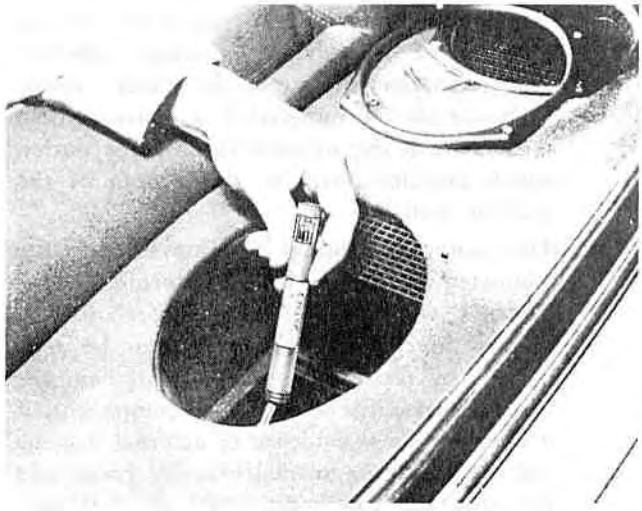

Figure 29—Removing the Thermostat
4. Pull the thermostat out of its retaining clip, disconnect the ground wire working through the opening in the package tray and then remove the thermostat. See figure 29.